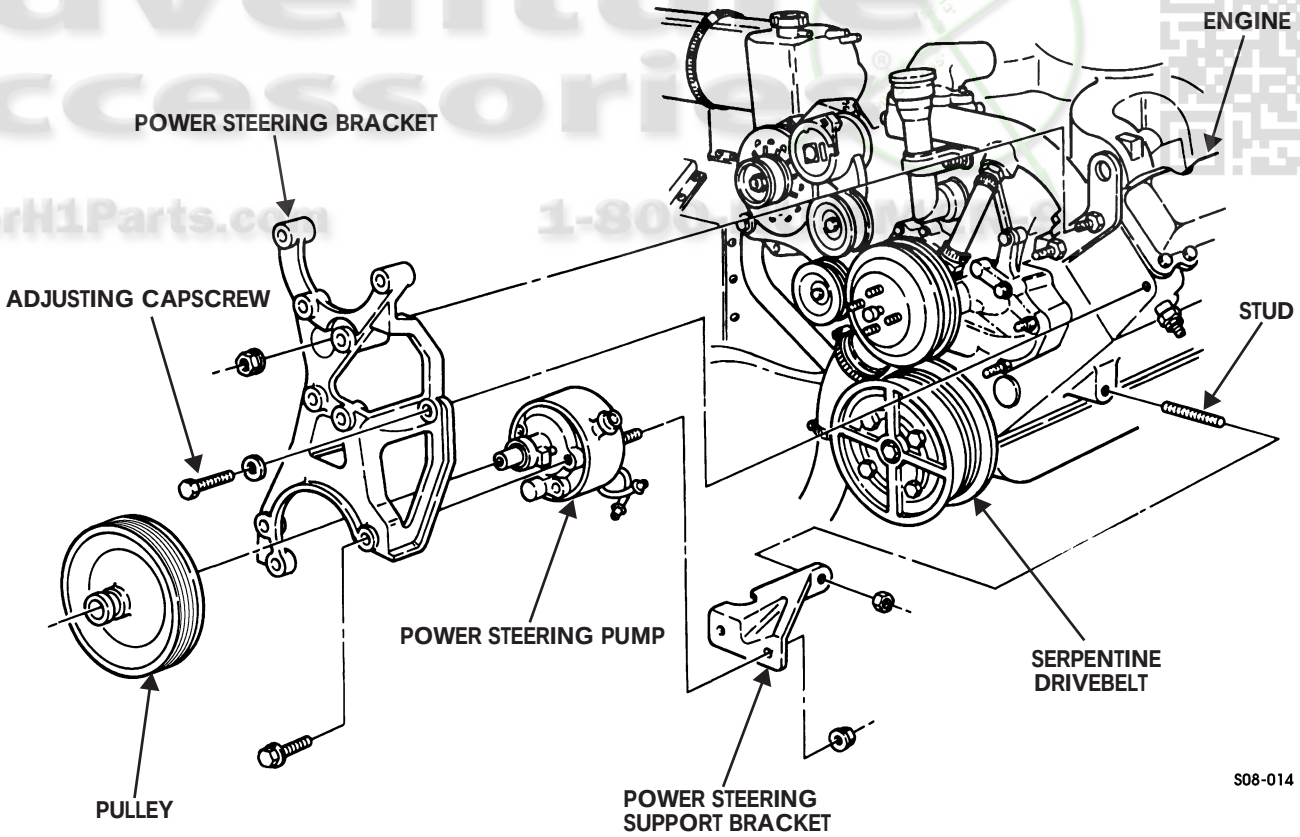

Figure 8-23: Power Steering Pump Assembly
3. Loosen adjusting capscrew on front of power steering bracket (Figure 8-23).
1. Remove screw, washer, and pulley from power steering pump (Figure 8-23).
2. Install power steering pump on power steering bracket with four capscrews. Tighten capscrews to 40 lb-ft (54 N•m) (Figure 8-23).
1. Apply sealing compound to studs and install support bracket to studs with two nuts. Tighten nuts to 45 lb-ft (61 N•m) (Figure 8-23).